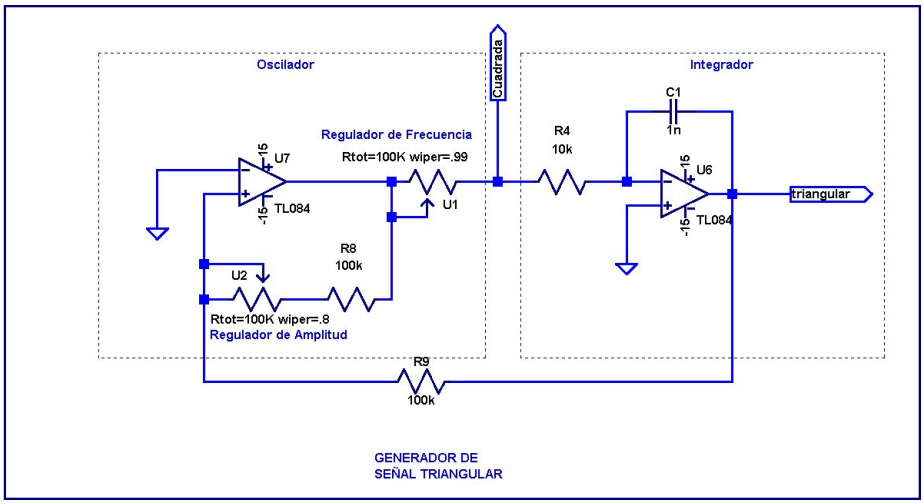

Figura 2: Generador de señal triangular.
- Usando dos de los cuatro operacionales del integrado TL084, monte el circuito de la Figura 2